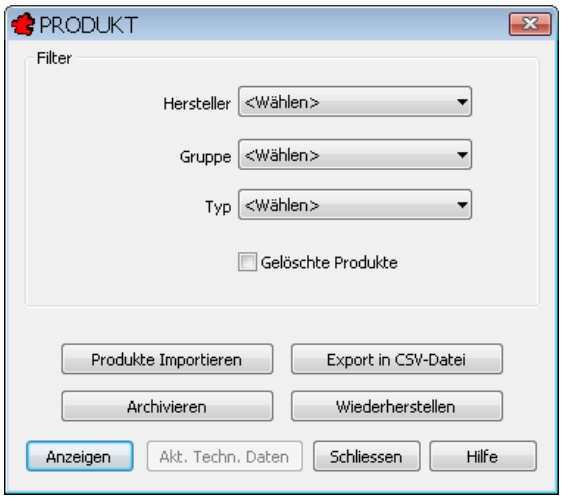

Bild 36.2 – Die Dialogbox *Produkt*
- Öffnen Sie die Produktverwaltung über *Datei, Stammdaten, Produkte* (Abb. 36.2).